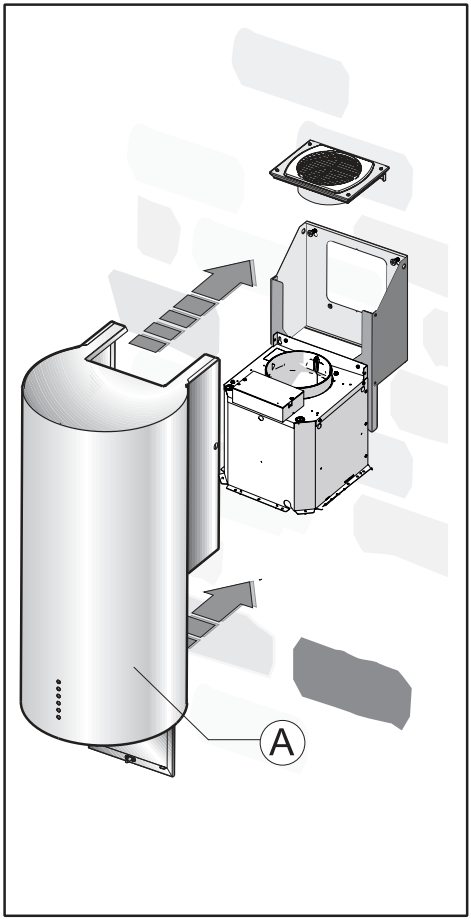
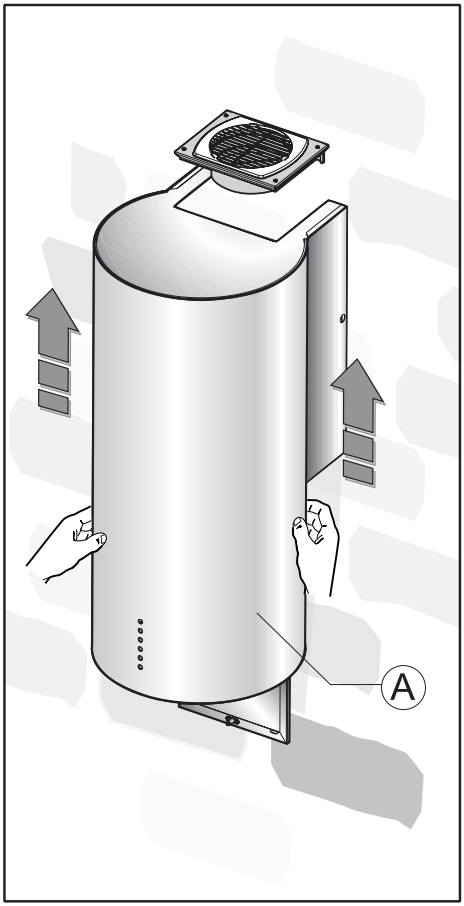

Fig.7
Fig.10
- Coloque el armazón A en la pared (**Fig. 7**) y proceda a alinearlo con la estructura empujándolo hacia arriba (**Fig. 10**).